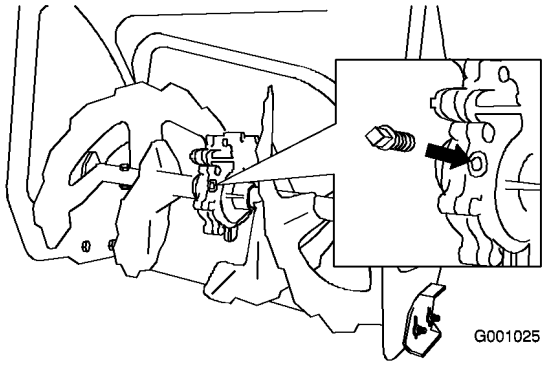

Figur 49
2. Rengör området runt rörpluggen (Figur 49).